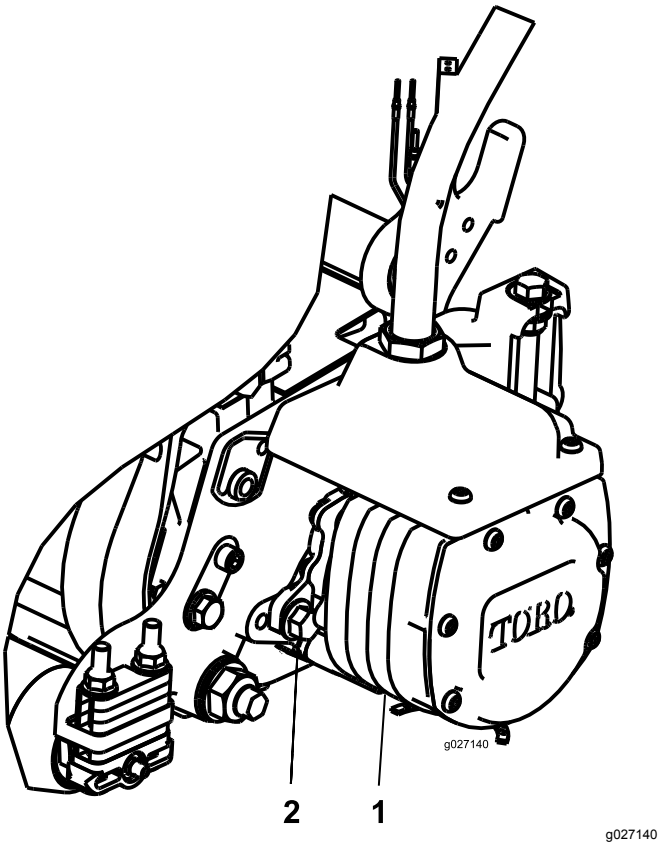

**Figur 11**
14. Installer motoren ved å rotere den med klokken slik at motorflensene går klar av skruene (Figur 11).